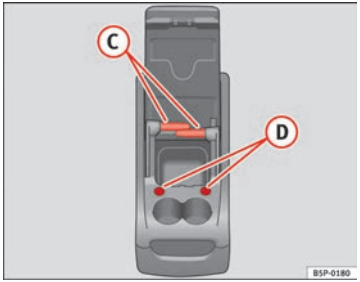

Abb. 112 Zusätzliche Ablage. Funktionen
Für die Benutzung des Tischs (C) ⇒ Abb. 112 muss er aus seiner Aufnahme an der Seite der zusätzlichen Ablage herausgenommen und in seiner Halterung (D) ⇒ Abb. 112 auf der Frontseite der zusätzlichen Ablage eingehängt werden. ▶